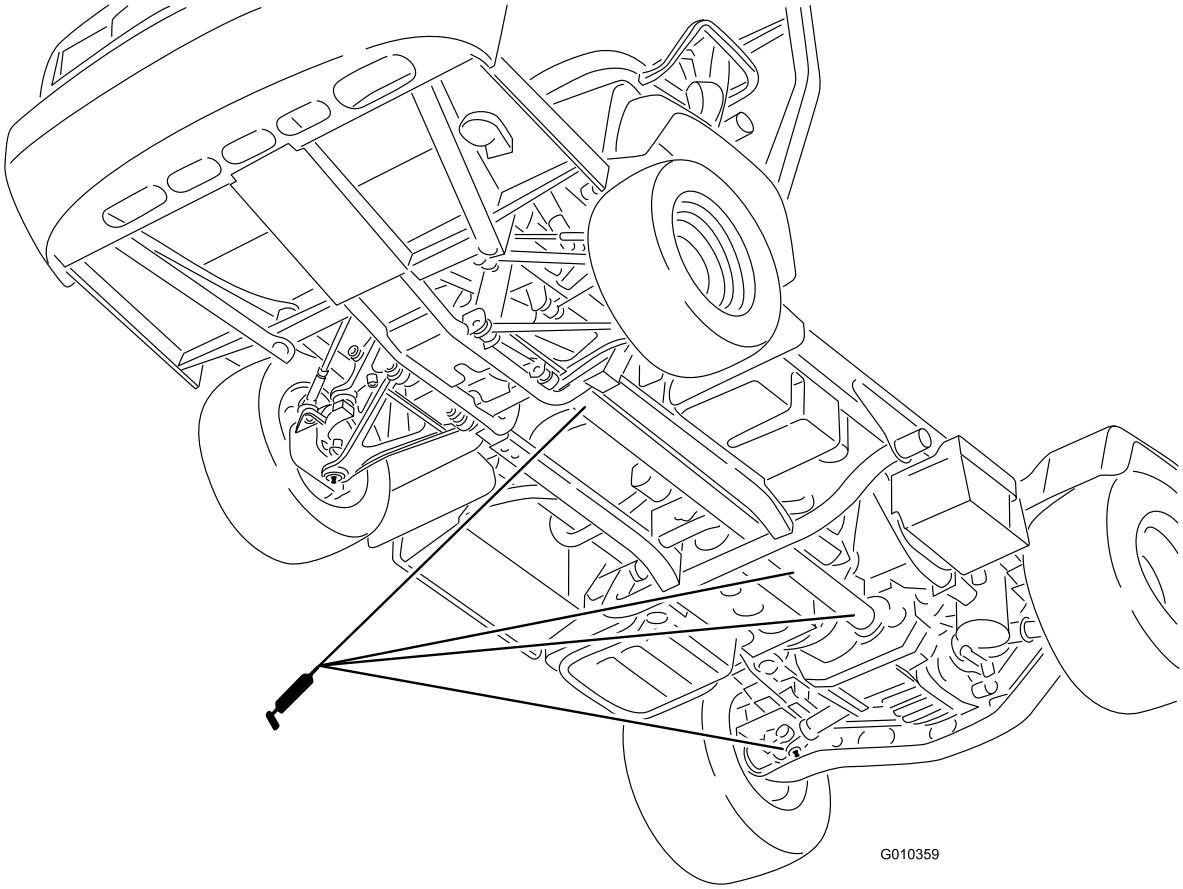

**Figur 41**
- U-led (18) och drivaxel för fyrhjulsdrift (3) (Figur 41)